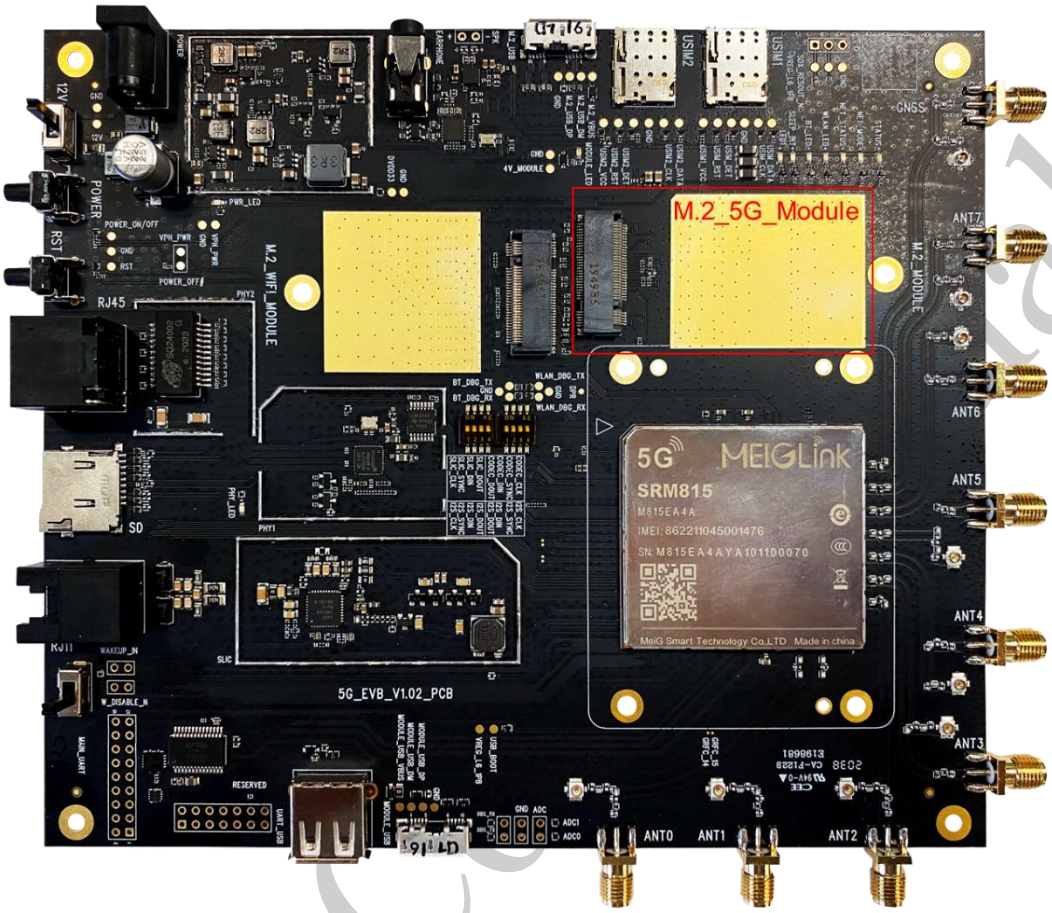

Figure 7 M.2 5G Module Interface
M.2 module dimension 52mm x 30mm. Standard gold finger interface is used. The plug position on EVB is shown in Figure 7.